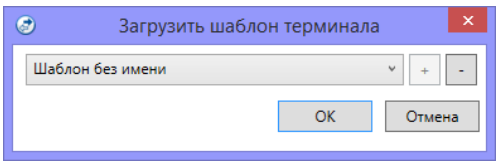

Рисунок 4.49 — Загрузка шаблона
- *Загрузить шаблон настроек:* открытие окна *Загрузить шаблон терминала* (см. рисунок 4.49), с помощью которого может быть сконфигурирован терминал по предварительно созданному шаблону. Для того чтобы применить шаблон, выберите его в списке и нажмите кнопку *OK*.